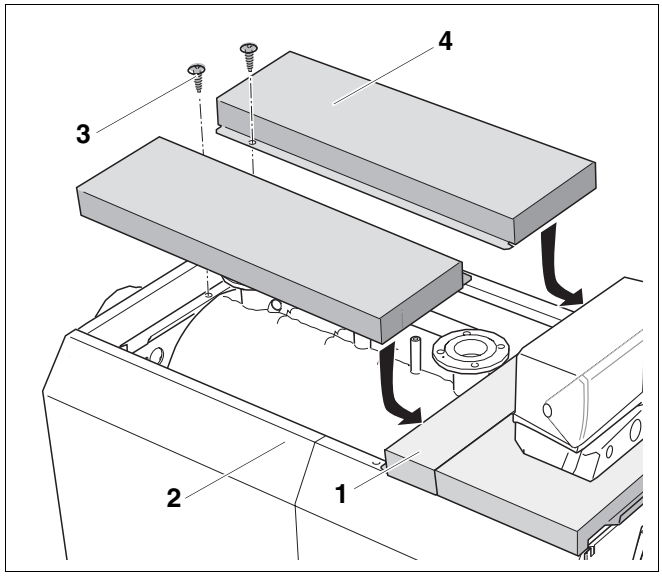

Rys. 33 Montaż bocznych pokryw kotła
- Założyć boczne pokrywy kotła (rys. 33, **poz. 4**) zagięciem skierowanym do środka na ścianki boczne (rys. 33, **poz. 2**).
- Dosunąć boczne pokrywy kotła (rys. 33, **poz. 4**) do pokrywy przedniej (rys. 33, **poz. 1**) i zacisnąć.
- Zabezpieczyć boczne pokrywy kotła (rys. 33, **poz. 4**) przy pomocy śrub (rys. 33, **poz. 3**).